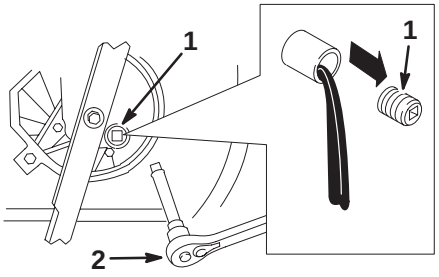

Bild 21
5. Entfernen Sie die Verschlussschraube und stellen den Rasenmäher wieder in seine Betriebsstellung. Lassen Sie dann das Öl in das Auffanggefäß ablaufen (Bild 21).